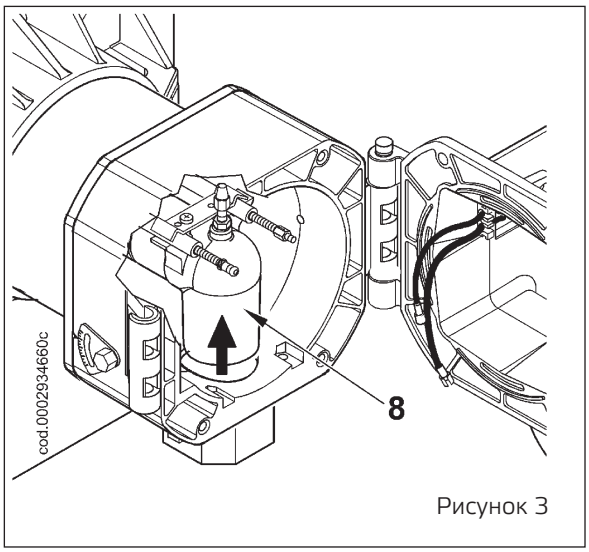

Рисунок 3
- После того как были вынуты провода розжига и ионизации (3) из соответствующих электродов, полностью отверните гайку (4) и заверните винт (5) так, чтобы он продвинулся по газоподводящему патрубку (8), как показано на рис. 3, на расстояние, достаточное для того, чтобы снять узел смесителя.
- Слегка приподнимите патрубок подачи газа (8) (рис. 3) и изымите полностью узел смесителя в направлении, указанном стрелкой (9) на рисунке 4.